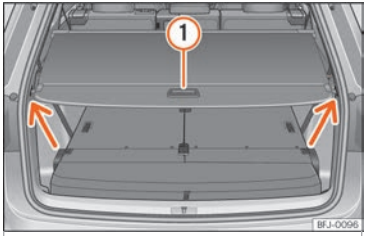

Fig. 152 En el maletero: bandeja del maletero cerrada.
- Tire de la cubierta un poco hacia atrás por el tirador ››› fig. 152 (1) y extráigala hacia »